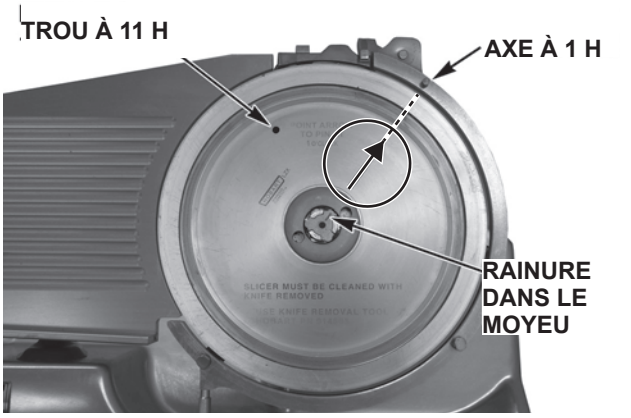

Fig. 12
- Assurez-vous que la plaque de calibrage est fermée, puis tournez le couteau avec votre main pour aligner la flèche sur le couteau avec l'axe sur le protège lame en position 1 h (Fig. 12). La saillie du moyeu du couteau sera également alignée avec le même axe.